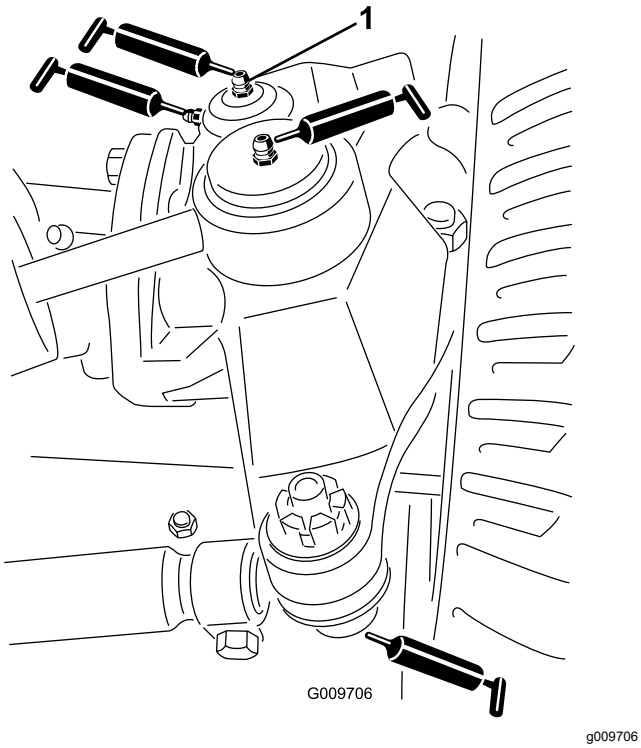

Figur 45
- Styresylinderens kuleledd (2) (Figur 45)
- Parallellstagets kuleledd (2) (Figur 45)
- Kingbolthylsene (2) (Figur 45) **Den øverste anordningen på kingbolten skal bare smøres årlig (to pumpetrykk).**